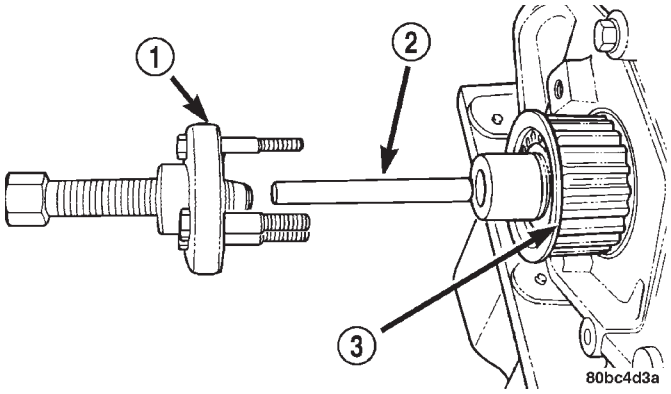

Abb. 84 Kurbelwellenrad—Ausbau
(2) Kurbelwellen-Schwingungsdämpfer ausbauen. Näheres hierzu siehe Hinweise in diesem Abschnitt.
(3) Vordere Zahnriemenabdeckung abbauen und Zahnriemen abnehmen. Näheres hierzu siehe Hinweise in diesem Abschnitt.
(4) Kurbelwellenrad mit Spezialwerkzeug 6793 und Einsatz C-4685-C2 abbauen (Abb. 84).